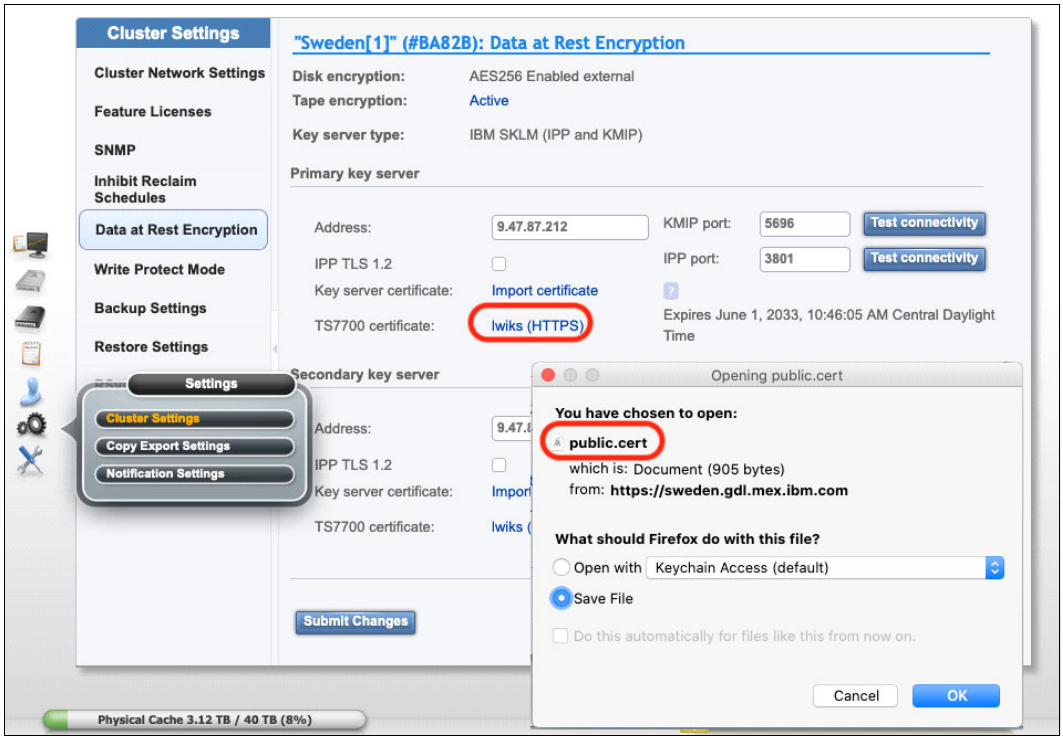

Figure J-11 Downloading the TS7700 HTTPS certificate
2. Click the **lwiks (HTTPS)** hyperlink to download the LWIKS certificate, as shown in Figure J-11. This hyperlink is visible for the following instances only:
If you obtained the TS7700 certificate by using the method that is described in "Downloading a copy of the LWIKS certificate" on page 1037 (see Figure J-11 on page 1038), the downloaded LWIKS public certificate features a `*.cert` extension. However, IBM Security Guardium Key Lifecycle Manager can upload certificates with the `*.cer` extension only.